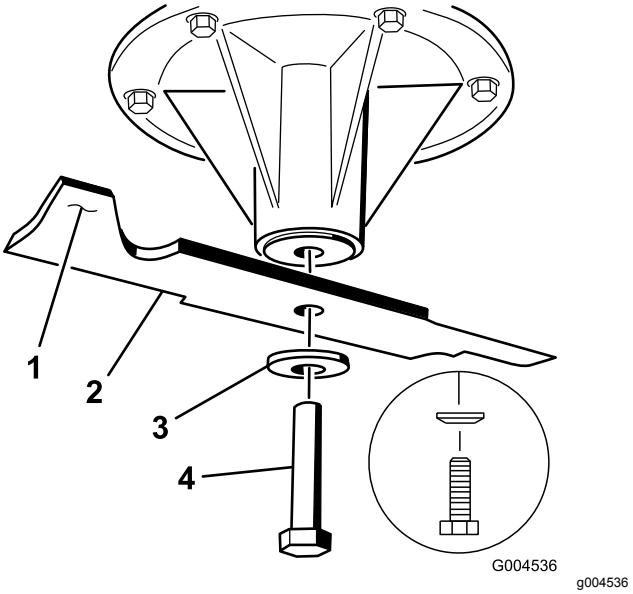

Figur 113
1. Montera kniven på spindelaxeln (Figur 113).
2. Montera fjäderbrickan och knivbulten (Figur 113).
Obs: Fjäderskivans kon måste monteras mot skruvens huvud (Figur 113).